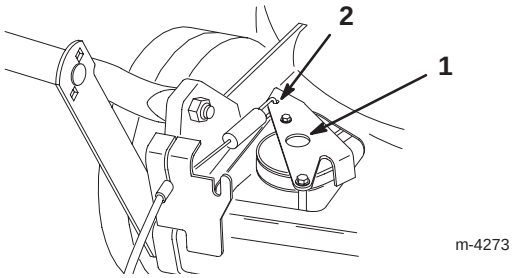

Figur 22
5. Skjut ner drivningsfästet tills det vidrör gräsklipparen, och håll det därefter på plats (figur 22).